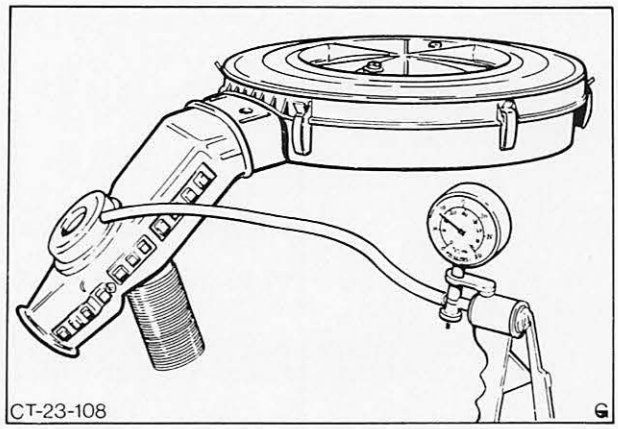

Abb. 43 Unterdruckpumpe an Membrandose angeschlossen.
5. Leitung – Membran am Thermostat abschließen und Unterdruckpumpe an die Membrandose anschließen, Abb. 43.